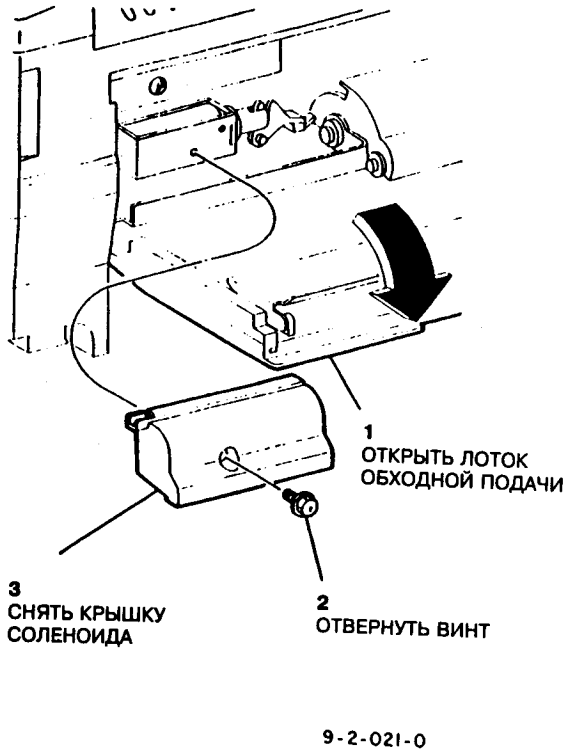

Рис.2 Снятие соленоида подталкивания
6. Снять крышку соленоида подталкивания (рис.2).